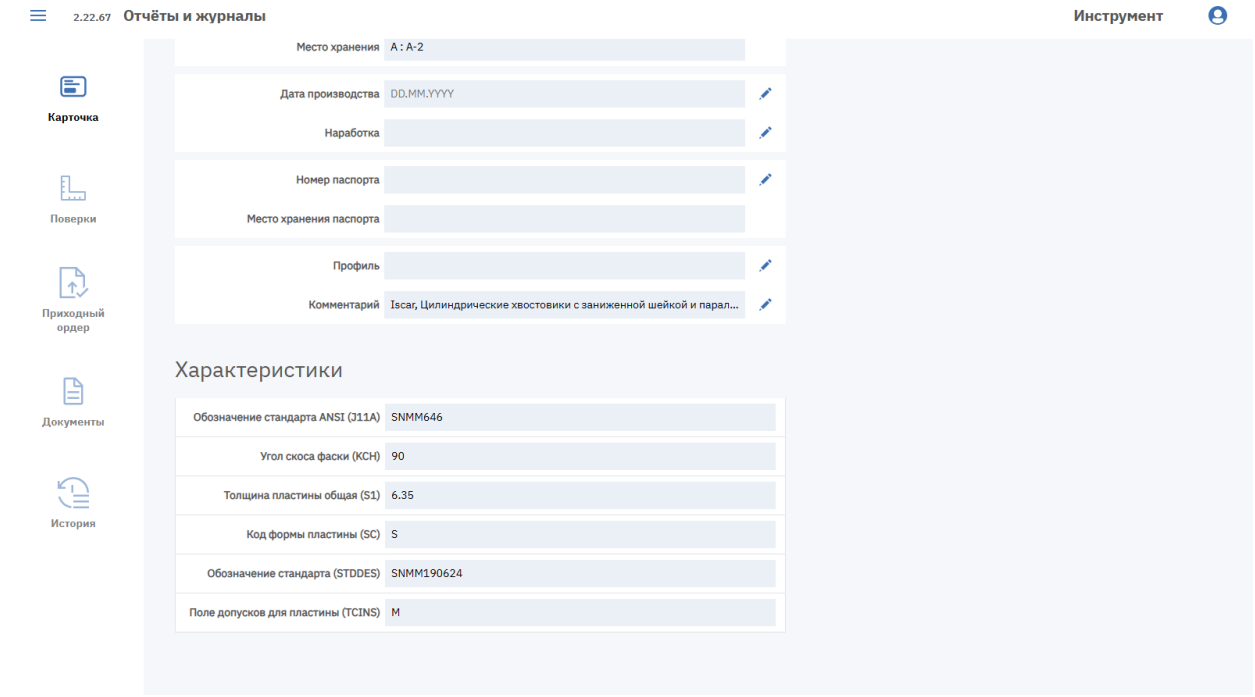

Рисунок 101. Карточка экземпляра (продолжение)
– блок «Характеристики» – параметры номенклатуры из Каталога инструмента; если номенклатура не сопоставлена с Каталогом, выводится «Не сопоставлена с каталогом» (см. Рисунок 101).